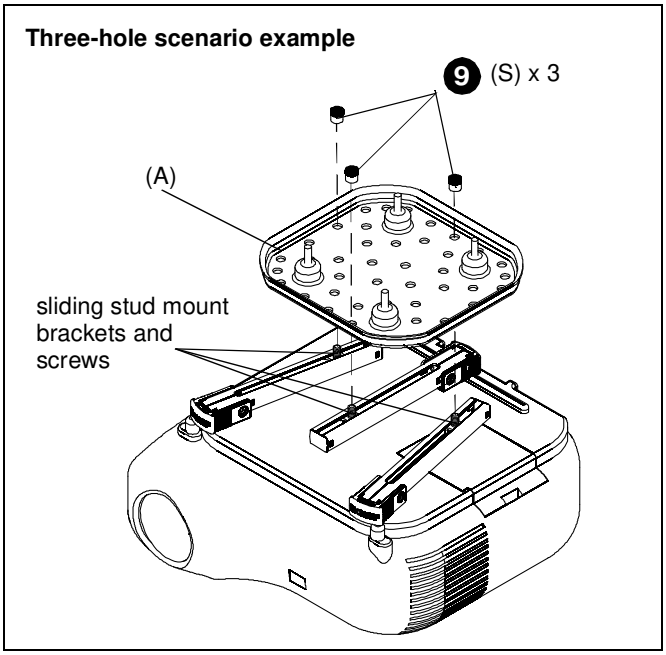
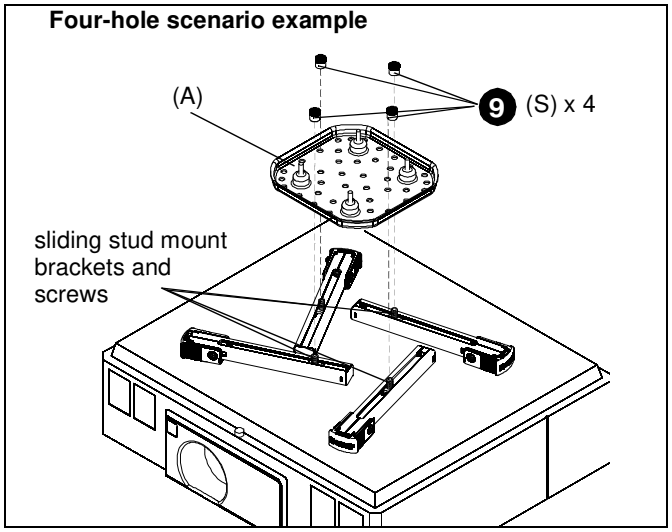

Figure 6
Figure 7
7. Maneuver legs so that sliding stud mount brackets and screws are towards the middle of the projector. (See Figure 6) and (See Figure 7)
8. Position sliding stud mount brackets and screws so that SSBU or SSMU main plate (A) can be evenly mounted to legs. (See Figure 6) and (See Figure 7)
9. Secure SSBU/SSMU main plate to SSBU/SSMU legs by installing 1/4-20" Allen nuts (S) to screws on SSBU/SSMU legs. (See Figure 6) and (See Figure 7)